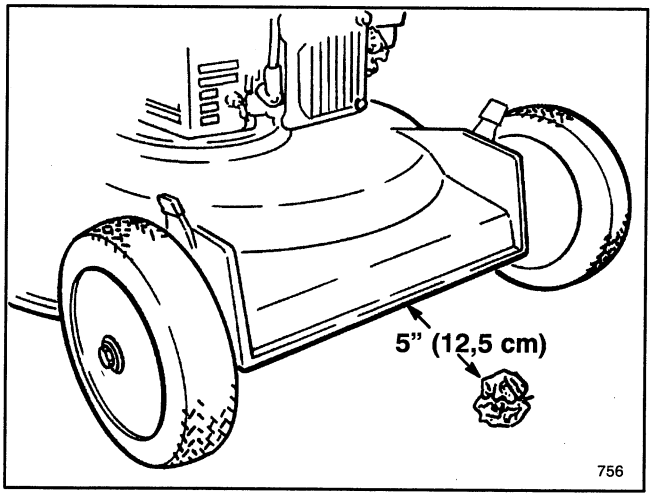

Figure 13
4. Take a half sheet of newspaper and crumple it into a ball small enough to go under deck (approx. three inches in diameter) (Fig. 13).
5. Place ball of newspaper five inches in front of mower (Fig. 13).
4. Take a half sheet of newspaper and crumple it into a ball small enough to go under the deck (approx. three inches in diameter) (Fig. 13).